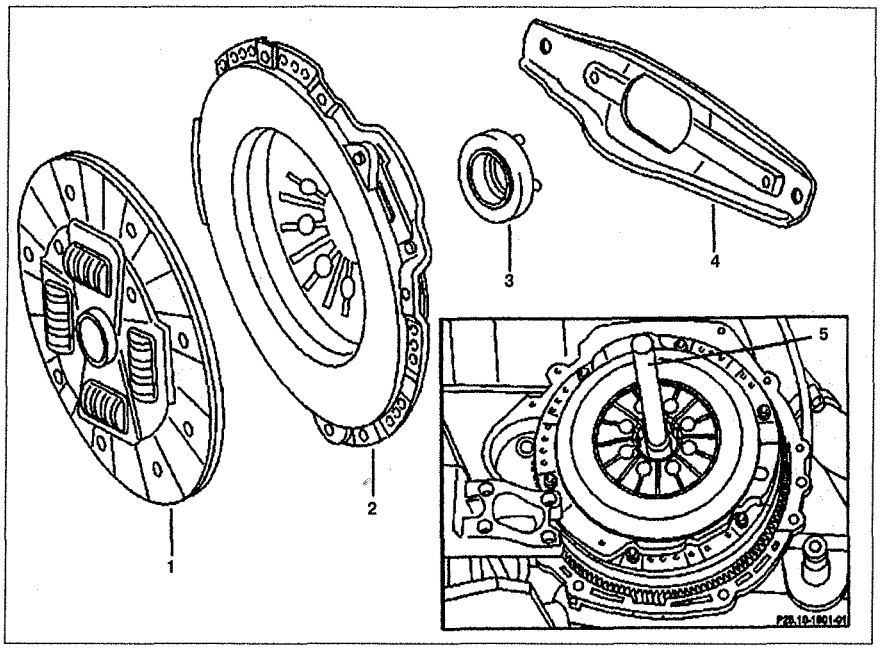

Рис. 6.1. Снятие и установка сцепления на автомобилях с двигателями 111.948 и 601.970:
2. Открутите болты крепления нажимного диска **2** (см.рис.6.1).